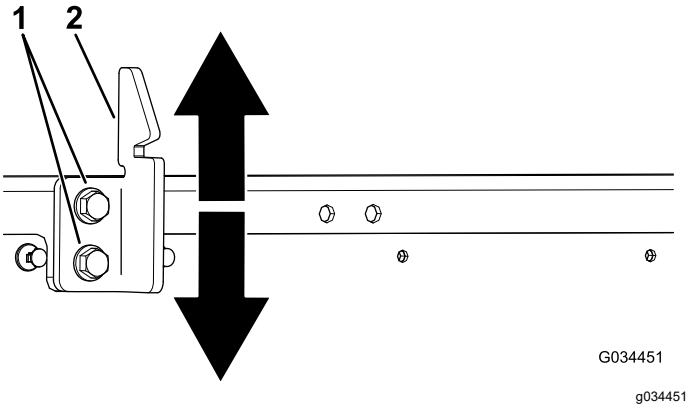

Figur 67
3. Lossa de två skruvarna på låsspärren och flytta den upp eller ned efter behov (Figur 67).
4. Dra åt de två skruvarna på låsspärren (Figur 67).